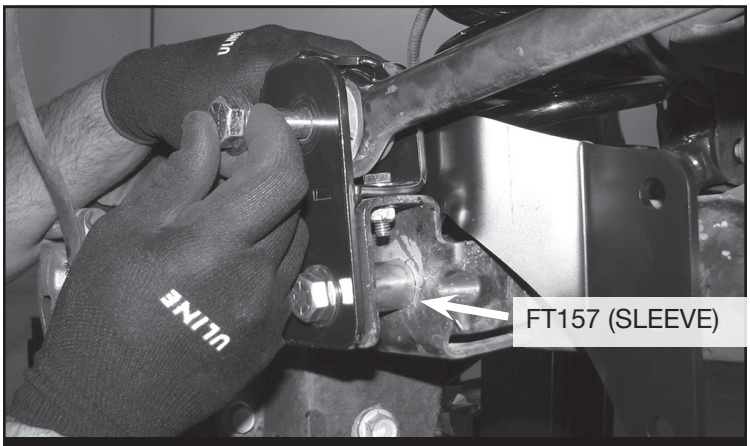

FIGURE 11 - STEP 9
9. Install FT50438BK (Rear Track Bar Support) using the supplied (2) 9/16-12 X 3-1/4” bolts and hardware. Leave loose. **NOTE: Install the lower bolt first using the FT157 sleeve. SEE FIGURE 11**